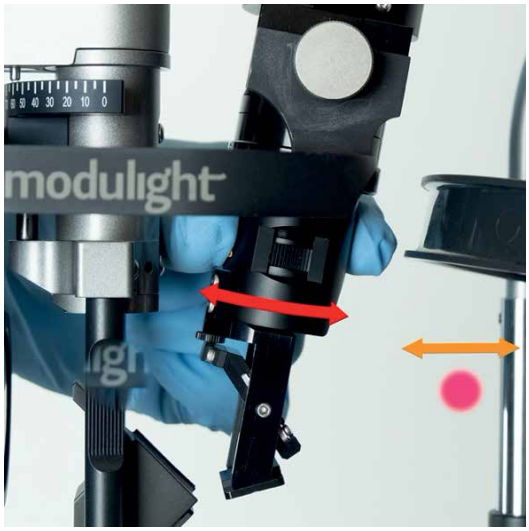
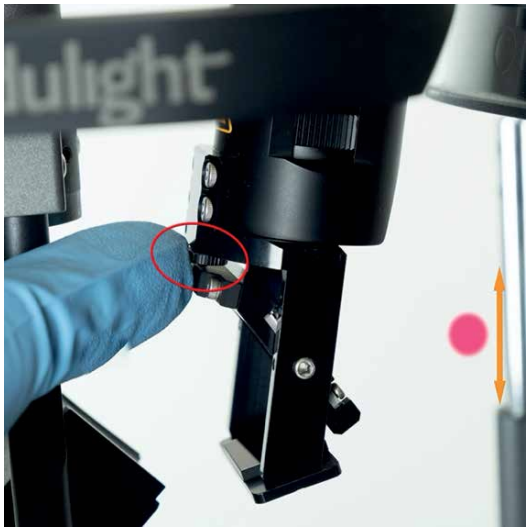

Figure 51. *Adjustment of the spot location horizontally by turning ML-SLA lower part.*
Figure 52. *Adjustment of the spot location vertically by tilting the mirror with a dial (highlighted with the circle).*
Figure 51 shows how the horizontal location of the spot is adjusted by turning the lower part of the SLA.
The vertical location of the spot can be adjusted by turning the dial that tilts the mirror, as shown in Figure 52.
7. Make sure the SLA spot location matches that of the slit lamp spot. If needed, adjust the horizontal and vertical position of the SLA spot as shown in Figure 51 and Figure 52, respectively.